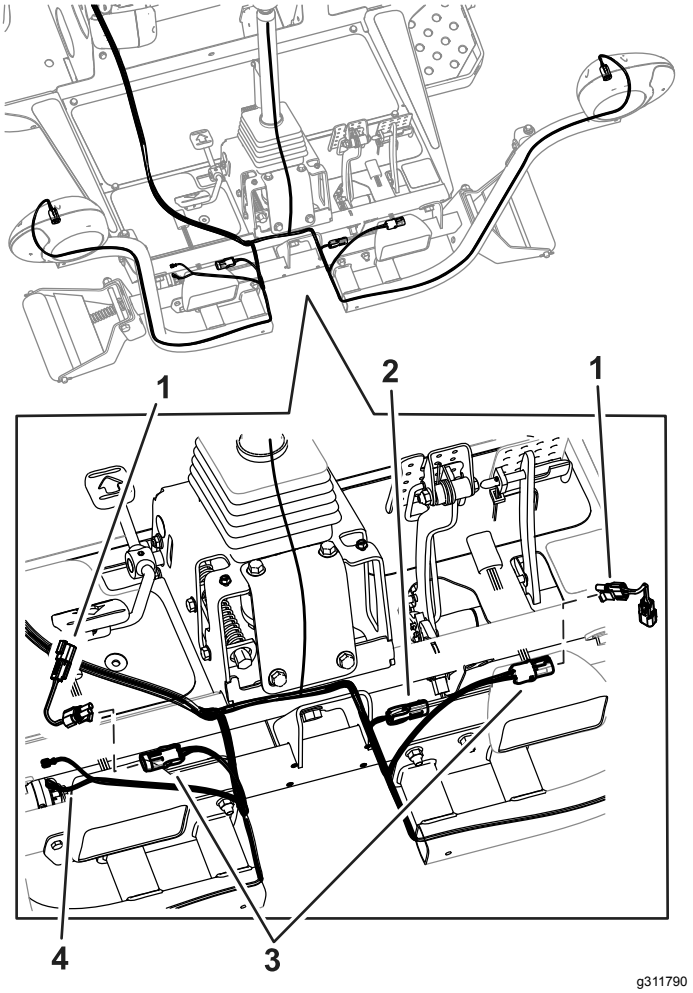

Figure 26
7. Route the front end of the wire harness under the operator platform to the front of the traction unit (Figure 26).
8. For machines with LED headlights, install the jumper wire harnesses shown in Figure 26.
9. Thread each harness connector through the appropriate headlight bracket and connect it to the headlight (Figure 26).
10. Plug the wire harness lead, with the 2 connectors, into the horn (Figure 26).